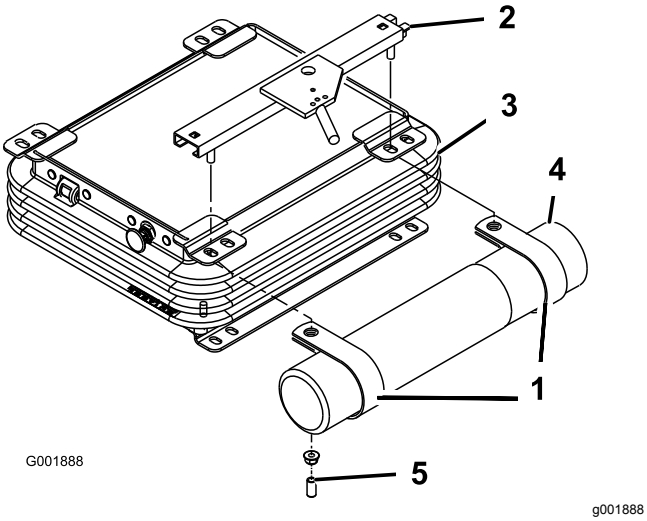

Figur 7
2. Fjern de to møtrikker og vinylmuffer (hvis de er monteret), der fastholder det øvre sædebeslag til sædeaffjedringens venstre side (Figur 7).
3. Sæt R-klemmerne løst på sædebeslagets tapper med de to møtrikker, der blev fjernet før (Figur 7).
4. Sæt røret til betjeningsvejledningen på R-klemmerne, og stram møtrikkerne (Figur 7).